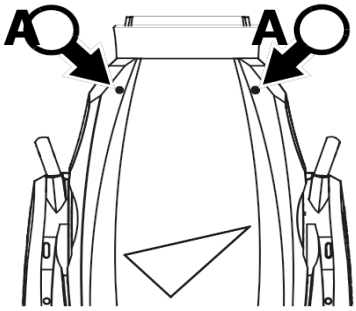

Рисунок 12: Доступ к головной части
3. См. Рисунок 12. Снять крышки, ослабляя стопорные невыпадающие винты **A** под звездообразный ключ 25 до тех пор, пока они не будут проворачиваться свободно. Приподнять переднюю часть каждой крышки, затем задвинуть каждую крышку по направлению к головной части устройства и ослабить крышку сзади.
1. См. Рисунок 12. Каждую крышку держать внешней стороной вверх и закрепить зажим на контровочной проволоке **B** в передвижной головной части устройства, направив зажим в отверстие и затем сдвинув до фиксации.